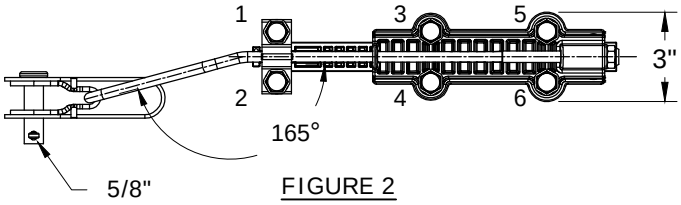

FIGURE 2
1. REFER TO BOLT NUMBERS 1-6 ON FIGURE 2 FOR CORRECT BOLT IDENTIFICATION.